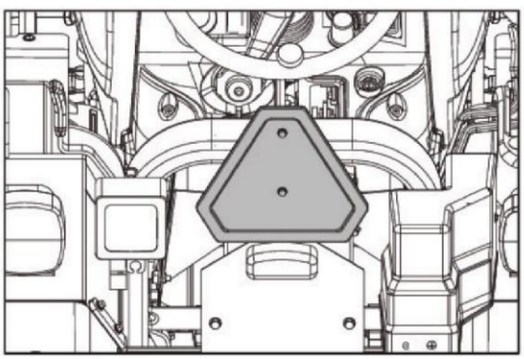

Fig.2.32
- Sørg for, at traktor og udstyr er udstyret med skilte eller fyre med langsomtgående køretøjer (SMV), hvis loven kræver det, og at last ikke skjuler dem eller andre lygter (fig.2.32).